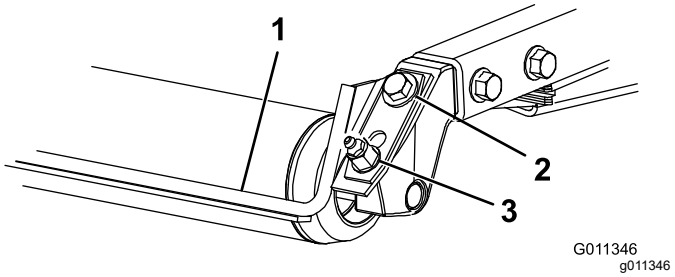

Figuur 8
1. Draai de smeernippel en de montageschroef los (Figuur 8).